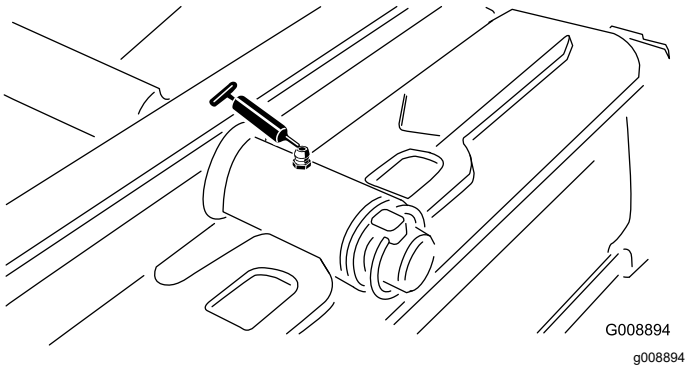

Figur 33
- Bakre klippenhetens svängtapp (Figur 33)